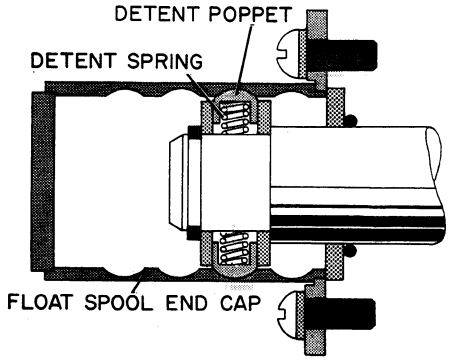

Figure D-76
2. Insert the Float Spool into the valve body and install the detent poppets and springs, Figure D-76. Then install the float spool end cap as shown in Figure D-76.